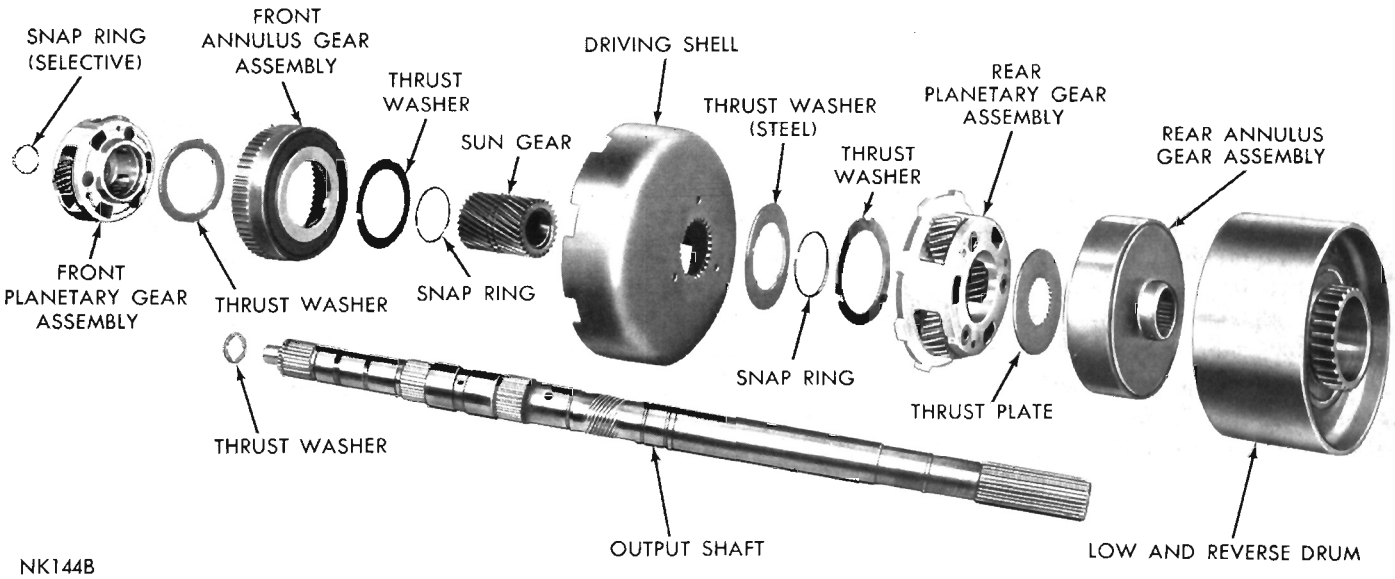

Fig. 85—Planetary Gear Train and Ouput Shaft Disassembled (A-727)
(1) Remove thrust washer from forward end of output shaft (Fig. 85).
(2) Remove selective snap ring from forward end of output shaft, then slide front planetary assembly off the shaft.
(3) Slide front annulus gear off planetary gear set (Fig. 85). Remove thrust washer from rear side of planetary gear set.
(4) Slide sun gear, driving shell and rear planetary assembly off output shaft.
(5) Lift sun gear and driving shell off rear planetary gear assembly. Remove thrust washer from inside the driving shell. Remove snap ring and steel washer from sun gear (rear side of driving shell) and slide sun gear out of the shell. Remove front snap ring from sun gear if necessary. Note that front end of sun gear is longer than rear.
(6) Remove thrust washer from forward side of rear planetary gear assembly, remove planetary gear set and thrust plate from rear annulus gear.
Refer to Figure 85 for parts reference.